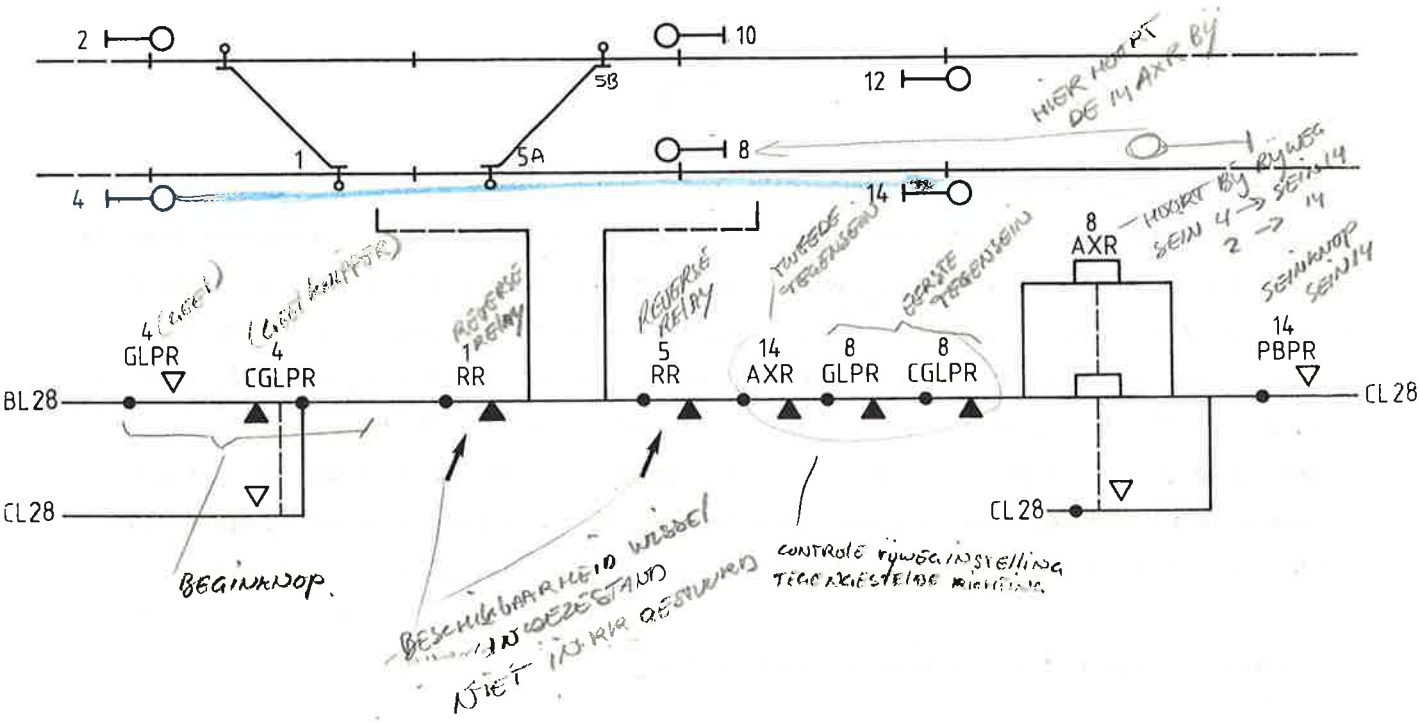

afb. 83
We gaan nu weer kijken naar de rijweg vanaf sein 4 naar sein 14 in Waalwijk. De wissels mogen dus niet reeds in de abnormale stand (R-stand) gecommandeerd zijn, omdat dan het wissel niet beschikbaar is voor de normale stand. In het voorbereidingscircuit gaan we daarom kontroleren of de commandorelais voor de abnormale (R) stand van de wissels 1 en 5 afgevallen zijn (afb. 83).